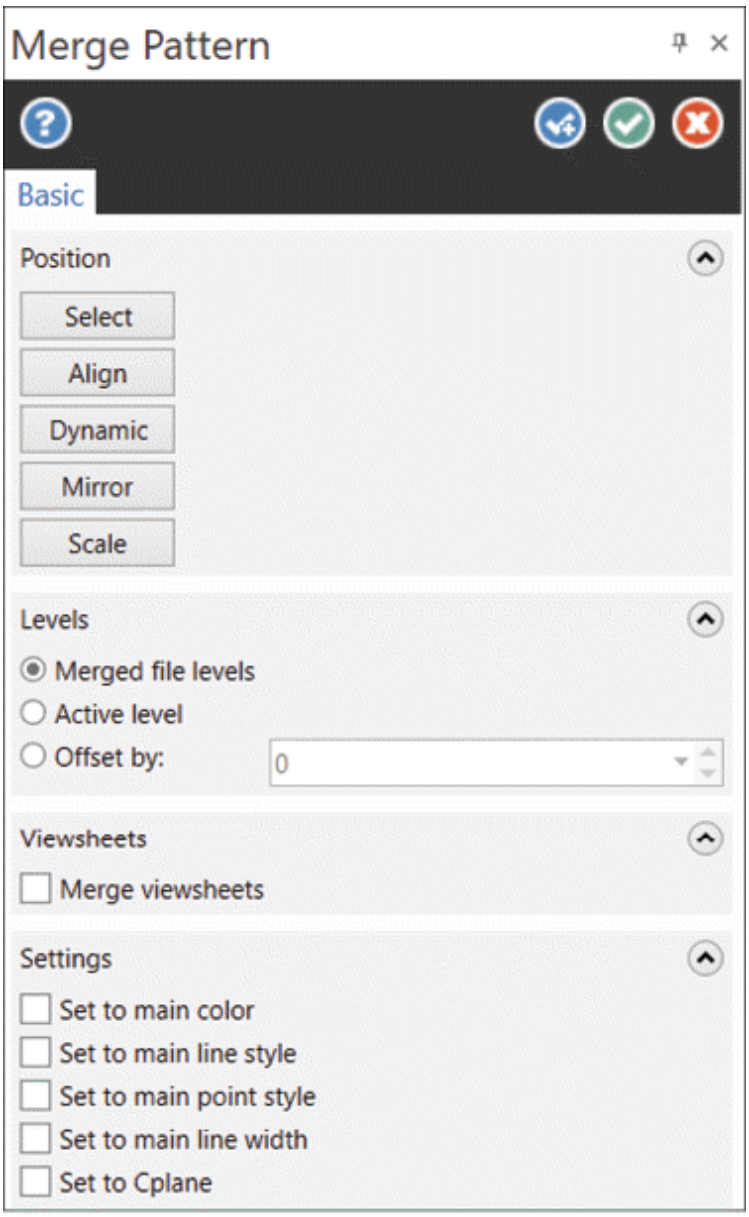

Figure-64. Merge Pattern Manager
- Select desired file from the dialog box and click on the **Open** button. The **Merge Pattern Manager** will be displayed; refer to Figure-64.